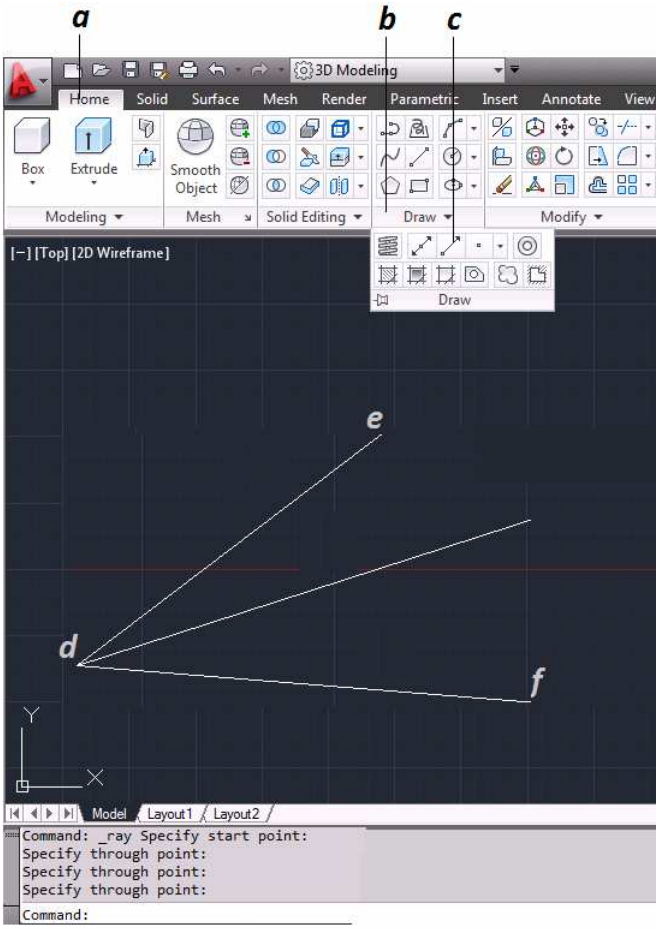

Figura 3.15 Creación de Entidades "Rayo"
Con esta opción se crea una línea que se inicia en alguna coordenada y se extiende hasta el infinito, tomando el sentido de la 2ª coordenada indicada. Con la opción Punto (Point) se indica las coordenadas implícitas o explicitas por donde se quiera pasar la línea de construcción *(figura 3.15).*
a. En la ficha inicio se da clic *(figura 3.15).*
b. En la flecha de grupo de Dibujo (Draw) *(figura 3.15).*
c. Se selecciona Rayo (Ray) o (Punto) para activar el comando *(figura 3.15).*
d. Se elige el punto de construcción de la linea línea *(figura 3.15).*
e. Ahora se indica por donde pasara el rayo *(figura 3.15).*
f. Si se desea seguir creando rayos desde ese origen, solo se da clic por donde se desee que pase el rayo *(figura 3.15).*
g. Para terminar se da enter *(figura 3.15).*